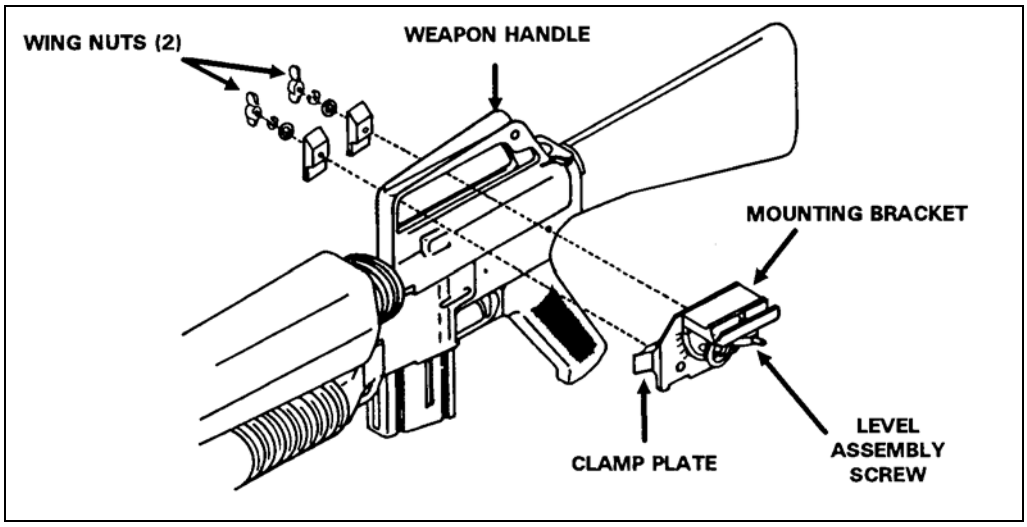

Figure 5-23. Installing the mounting bracket.
b. Position the mounting bracket assembly on the left side of the rifle so that the two clamps project through the opening under the handle. Loosen the wing nuts completely (Figure 5-23).